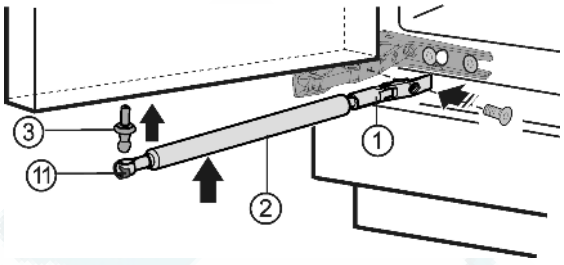

Fig. 5
▶ шаровую головку *Fig. 5 (3)* в новое крепежное отверстие **с моментом 4 Нм** (Torx® 25).
▶ Снова сдвиньте натяжную пружину *Fig. 5 (11)* внутрь.
▶ Прикрутите держатель *Fig. 5 (1)***с моментом 3 Нм**.
▶ Вставьте амортизатор закрывания дверей *Fig. 5 (2)* в шаровую головку.